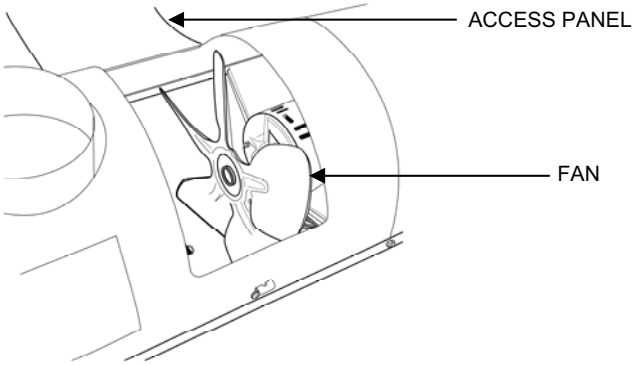

Figure 2. Diesel Heater Fan Blades.
3. Open the top cover of the heater by unsnapping the three “screws” at the front of the cover and lifting the cover (Figure 2). (The three “screws” do not screw out. They are actually snaps that snap in and out of clips behind the cover. Pull the cover out at the screws to unsnap the screws from the clips.)